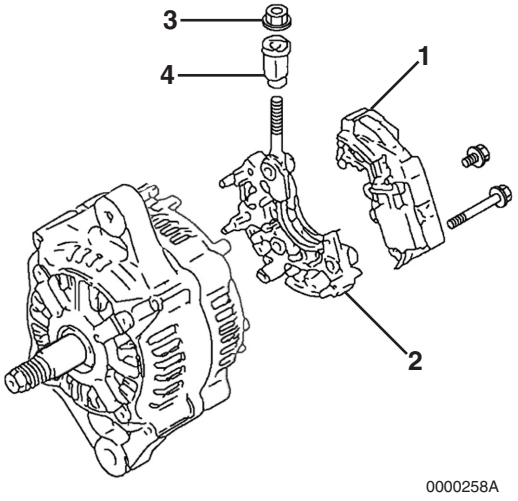

Figure 11-7
4. Remove the bolt retaining the regulator assembly **(Figure 11-7, (1))** to the holder **(Figure 11-7, (2))**.
5. Remove the bolts retaining the holder **(Figure 11-7, (2))** to the rear frame housing. Remove the holder.
6. Remove the nut **(Figure 11-7, (3))** retaining the insulation bushing **(Figure 11-7, (4))**. Remove the insulation bushing.